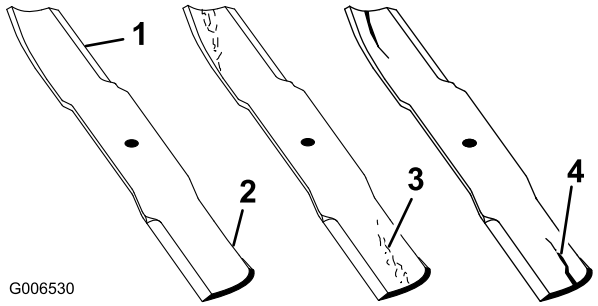

Figura 42
1. Controllate i taglienti (Figura 42). Se i taglienti non sono affilati o presentano intaccature, togliete le lame ed affilatele; vedere Affilatura delle lame.
2. Controllate le lame, in particolare l'area curva (Figura 42). In caso di danni, usura o scanalature nell'area (Figura 42, voce 3) montate immediatamente una nuova lama.